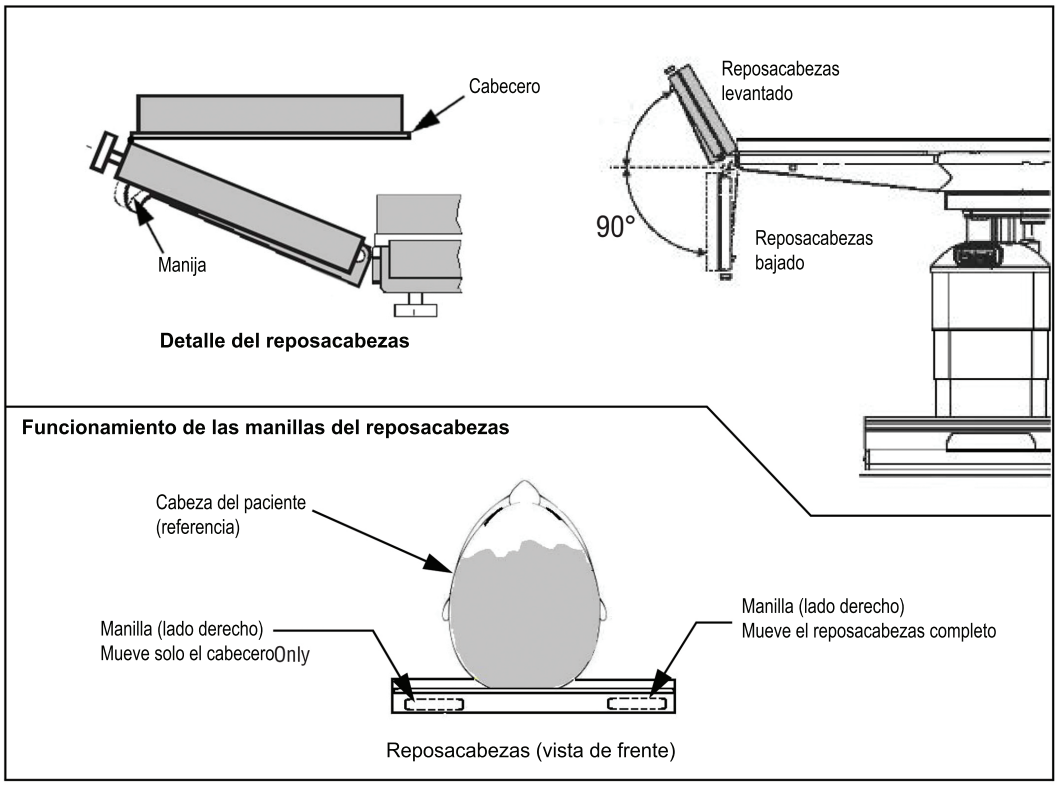

Figura 4-10. Ajuste del reposacabezas
NOTA: Para obtener instrucciones sobre cómo ajustar el reposacabezas, consulte *Operación de mesa quirúrgica*, y la *Figura 4-10*.
1. **Afloje completamente ambos tornillos de bloqueo ubicados en el borde inferior del marco posterior (consulte *Figura 4-10*).**